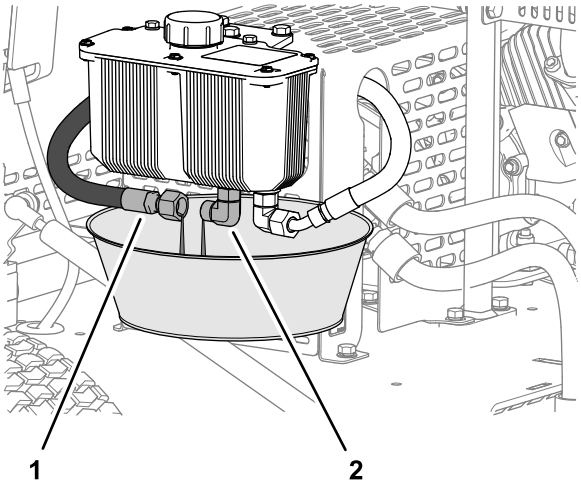

Figur 36
1. Plasser et tappefat med en kapasitet på 2 l under hydraulikkvæskebeholderen(Figur 36).
2. Fjern den hydrauliske forsyningsslangen fra beholderens kobling og la den hydraulikkvæsken tømmes helt ut (Figur 36).